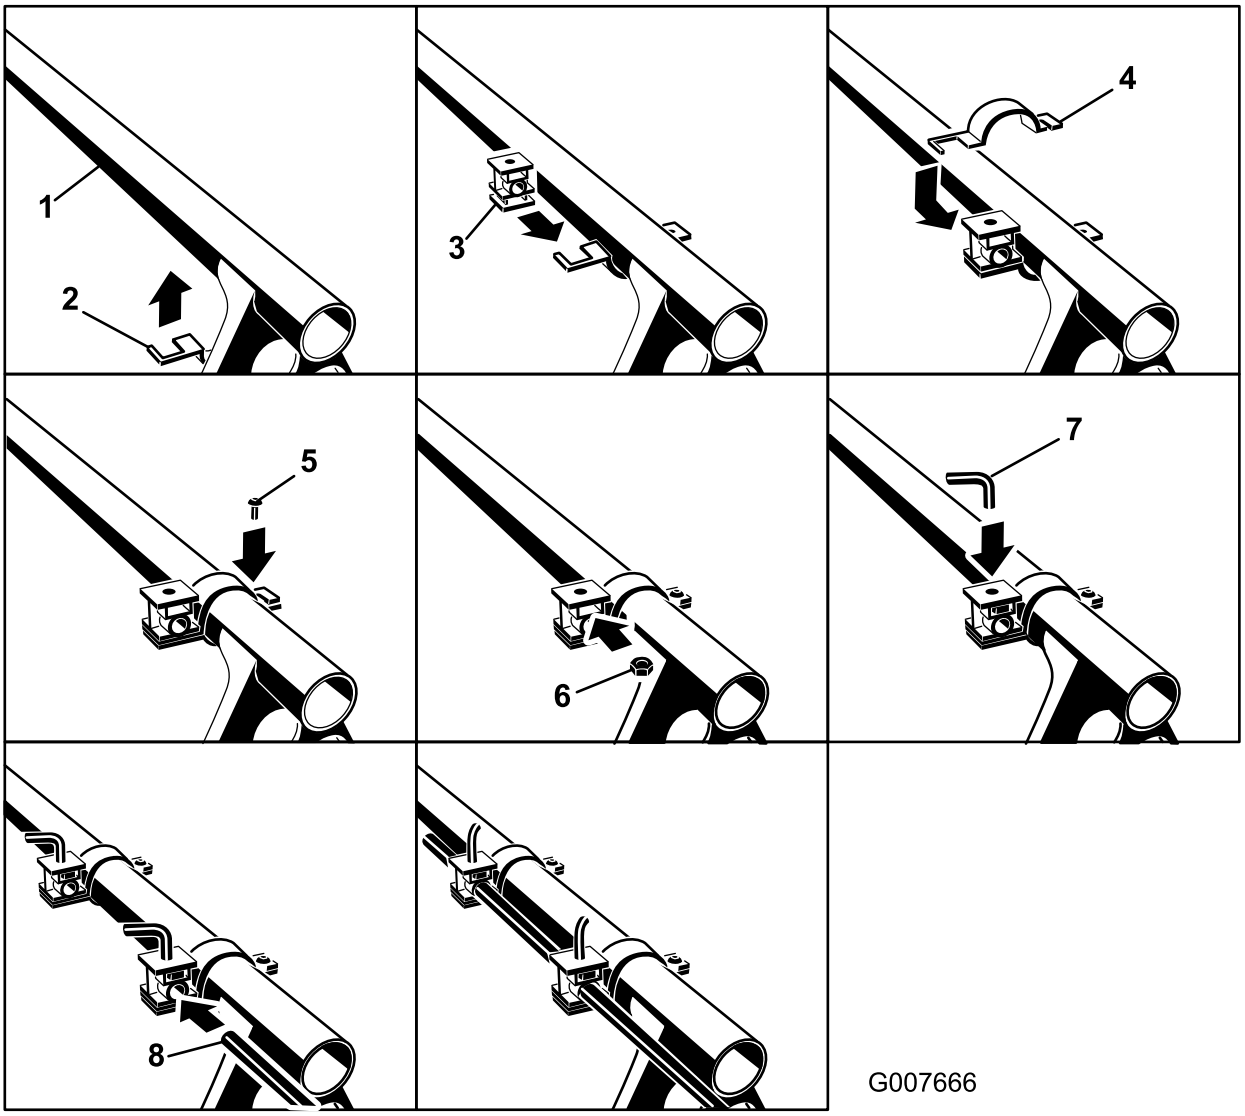

Figur 13
2. Find skumdysemonteringsbeslagene og en afstandsklods. Monter det første beslag 8-10 cm fra enden af den øverste boms støttestang. Saml beslaget og afstandsklodsen som vist (Figur 13).